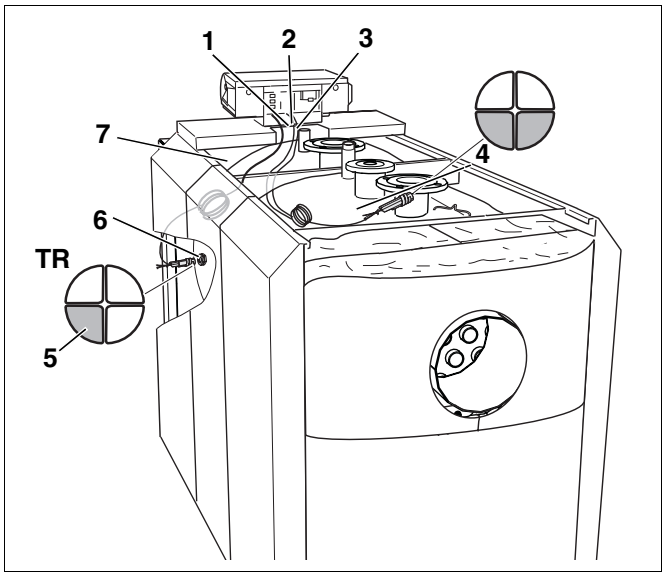

Rys. 37 Montaż pakietu czujników temperatury w SE735
- Czujnik sterownika Logamatic oraz czujnik z rurką kapilarną ogranicznika temperatury maksymalnej (rys. 37, **poz. 3**) wsunąć pod środkowy profil poprzeczny wraz z 2 zaślepkami w kształcie ćwierćwałka i osadzić w punkcie pomiarowym znajdującym się na zasilaniu kotła grzewczego (rys. 37, **poz. 4**).
- Poprowadzić czujnik regulatora temperatury (rys. 37, **poz. 5**) z boku obok płaszcza wodnego do punktu pomiarowego (rys. 37, **poz. 6**). W tym celu należy użyć 3 zaślepek w kształcie ćwierćwałka. Czujnik regulatora temperatury posiada oznaczenie "TR".
- Niepotrzebny odcinek kabli, rurek kapilarnych i przewodu czujnika zwinąć razem i ułożyć na izolacji termicznej korpusu kotła (rys. 37, **poz. 2**).
- Poprowadzić kabel palnika przez przelotkę w przedniej pokrywie kotła (rys. 37, **poz. 2**).
- Czujnik z rurką kapilarną ogranicznika temperatury maksymalnej (rys. 37, **poz. 1**), czujnik temperatury podłączony do sterownika oraz czujnik modułu dodatkowego ZM 427 osadzić wraz z jedną zaślepką w kształcie ćwierćwałka w punkcie pomiarowym znajdującym się na zasilaniu z kotła grzewczego (rys. 37, **poz. 4**).
- Czujnik regulatora temperatury (rys. 37, **poz. 5**) wprowadzić do punktu pomiarowego w płaszczu wodnym (rys. 37, **poz. 6**).